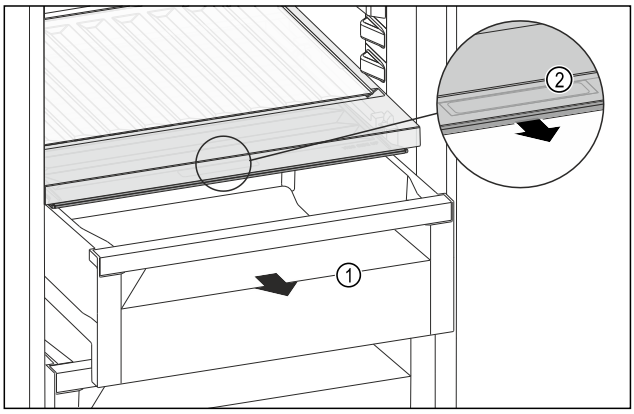

Fig. 120
- ▶ Pull out the drawer *Fig. 120 (1)*.
- ▶ Grasp the recessed grip *Fig. 120 (2)* on the compartment lid and pull the compartment lid forwards at the same time.